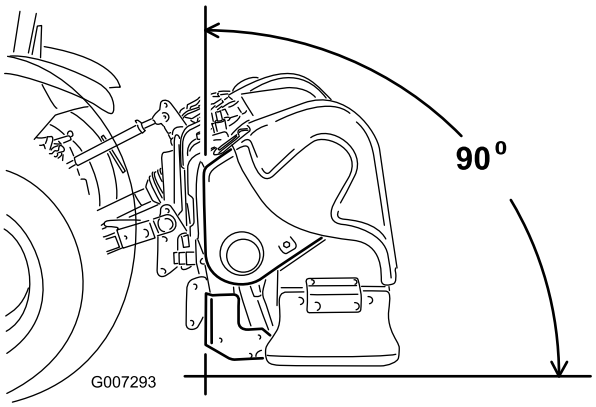

**Figur 5**
**Obs:** Luftarens front måste vara vertikal under körning för att luftningshålen ska bli så bra som möjligt (Figur 5). Justera den övre länken för att bestämma vinkeln. Läs avsnittet Körning för mer information.